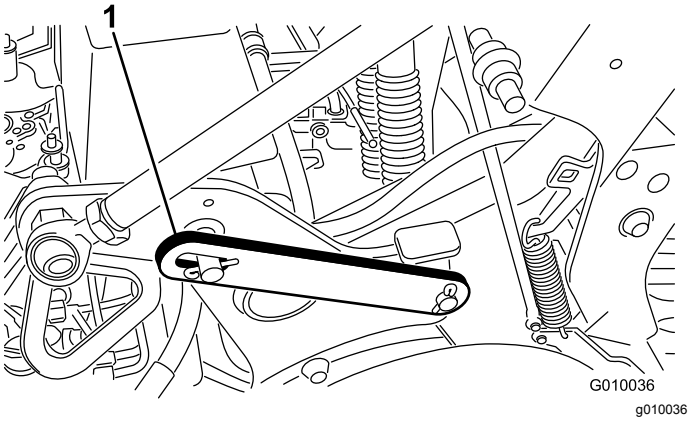

Figur 21
3. Ta bort klipsringen som sikrer servicelåsen i lagringsposisjon (Figur 21).